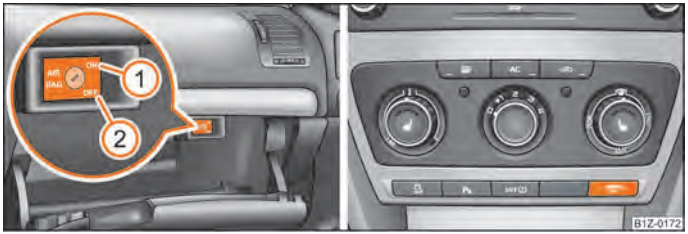

Fig. 129 Storage compartment: Switch for the front passenger airbag/indicator light for a switched off front seat passenger airbag
- if the airbags are switched off, this is indicated in the middle of the dash panel by the lighting up of the indicator light **AIRBAG OFF** ⇒ fig. 129 - right.
– Turn the slot of the airbag switch using the key in the position ② (**OFF**) ⇒ fig. 129.
– Check whether the indicator light **AIRBAG OFF** in the middle of the dash panel lights up when the ignition is switched on ⇒ fig. 129 - right.
– Turn the slot of the airbag switch using the key in the position ① (**ON**) ⇒ fig. 129.
– Check whether the airbag indicator light **AIRBAG OFF** in the middle of the dash panel lights up when the ignition is switched on ⇒ fig. 129 - right.
The airbag indicator light is located in the middle of the dash panel ⇒ fig. 129 - right.